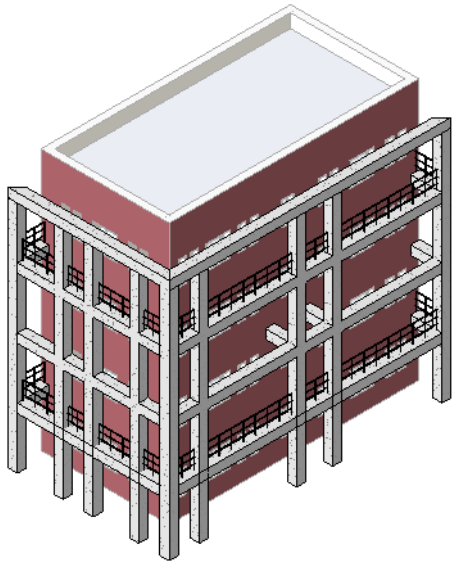
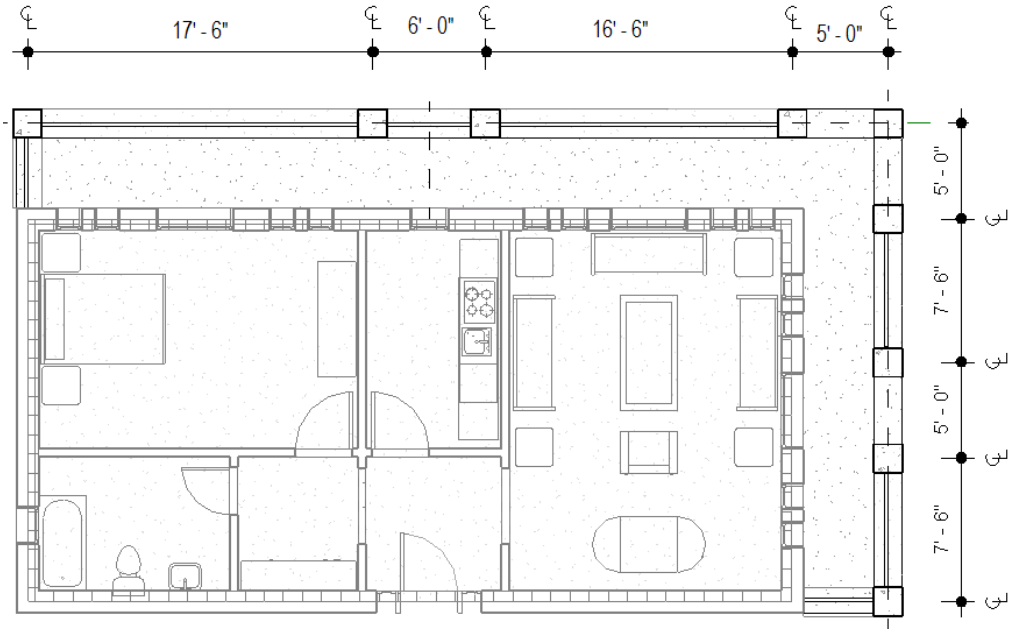

Figure 16-60 *The 3D view for creating structural elements for Design Option 1*
Figure 16-61 *The sketch plan for creating structural elements for Design Option 1*
In this tutorial, you will create two design options for the exterior facade. The first option uses 18" x 18" (for Metric 450 x 450 mm) square structural columns and beams, as shown in Figure 16-60. The distance between these members is shown in Figure 16-61 and Figure 16-62. The second design option is created using 12" X 12" (for Metric 300 x 300mm) square concrete columns and 12" X 24" rectangular concrete beams, as shown in Figure 16-63. The distances between the structural members and some other dimensions are shown in Figures 16-64. You can assume the missing dimensions for this tutorial.
b. Add structural elements to the Design Option 1, refer to Figures 16-60 through 16-62.
30. Choose the **Sketch Path** tool from the **Architecture** > **Circulation** > **Railing** drop-down and then create the default railing on the second floor between the structural columns, as shown in the 3D view for Design Option 1, refer to Figure 16-60.